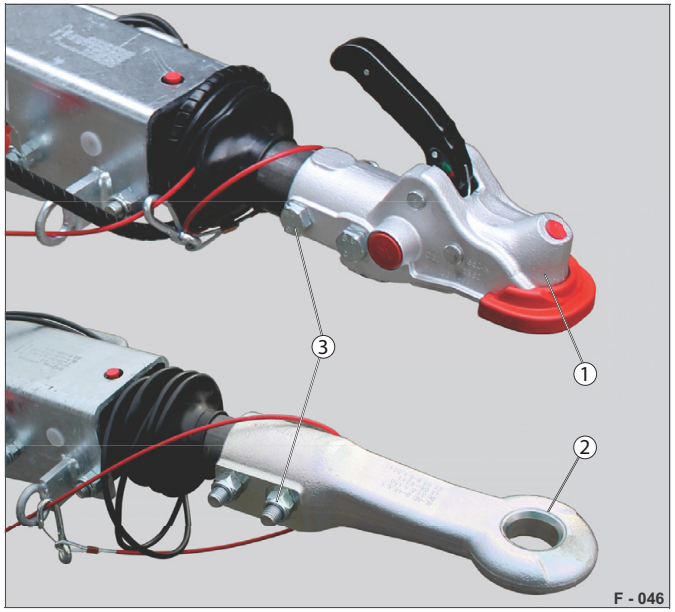

Abb. 45 Varianty
– Spojku si může vyměnit zákazník sám. Spojovací zařízení typu koule / oko oje (viz Abb. 45).